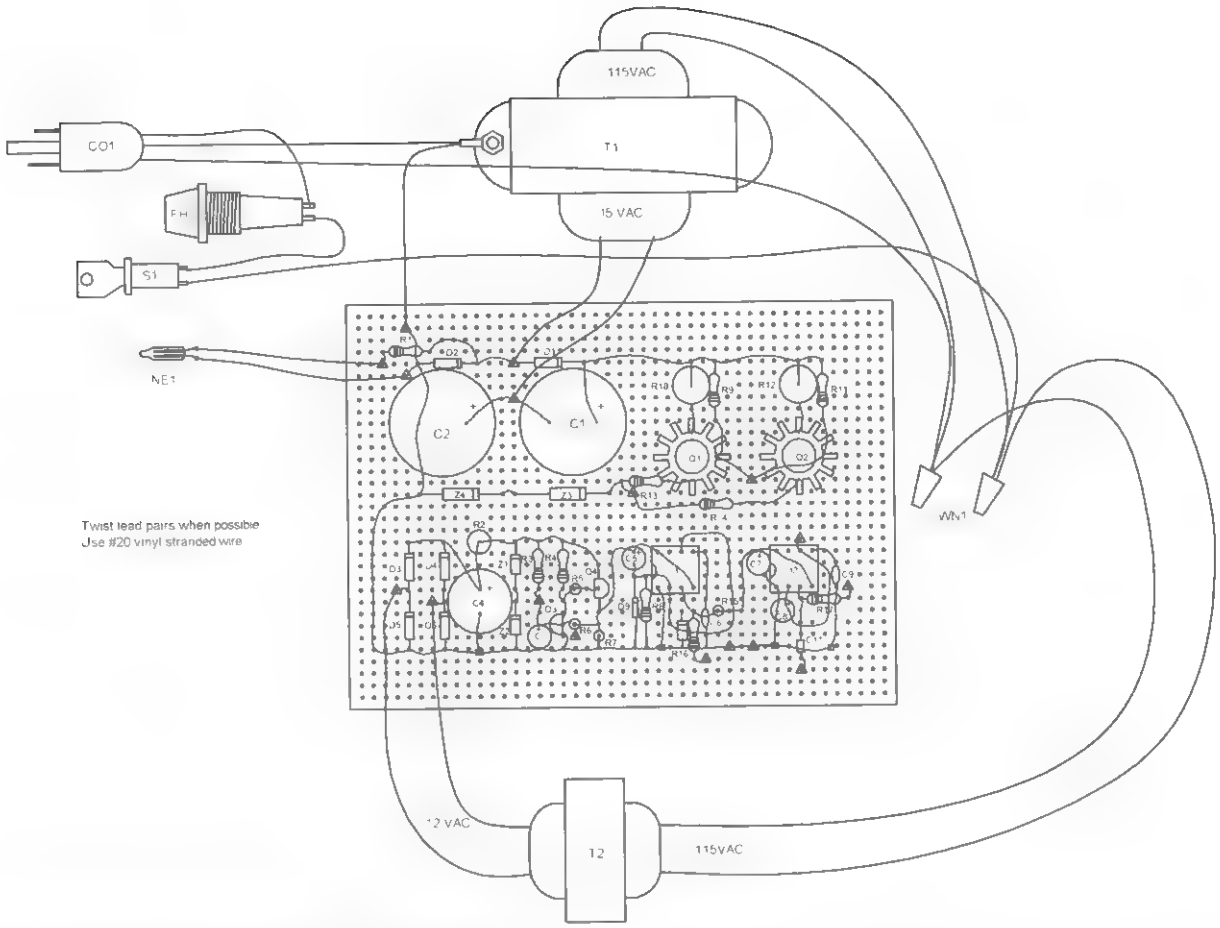

Figure 4-4 *Board input power wiring.*
4. Attach the external leads as shown in Figure 4-4 to the external components. Note the chassis grounding to the green lead of the power cord (CO1) and the use of wire nuts (WN1) for the junction of the transformer's primary inputs.